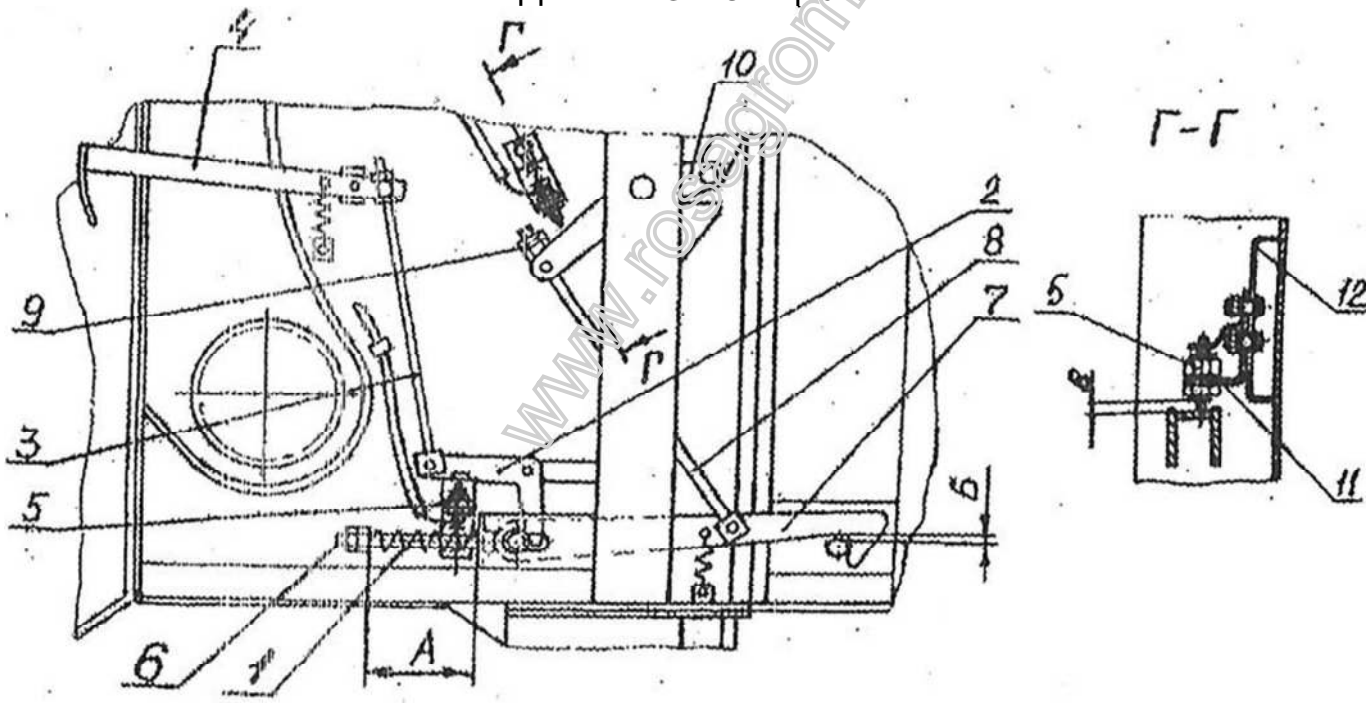

Рис. 7.2.
7.6.1 В зависимости от прессуемой массы необходимо изменять величину А сжатия пружины *1* (рисунок 7.2). При уменьшении размера А плотность прессования увеличивается. Зазор между рычагом *2* и кнопкой датчика 5 должен быть от 2 до *3* мм.
Зазор *S* положения защелок *7* (рис. 7.2) при закрытой камере должен быть 0-2 мм и регулируется тягами *8* и гайками *9*.